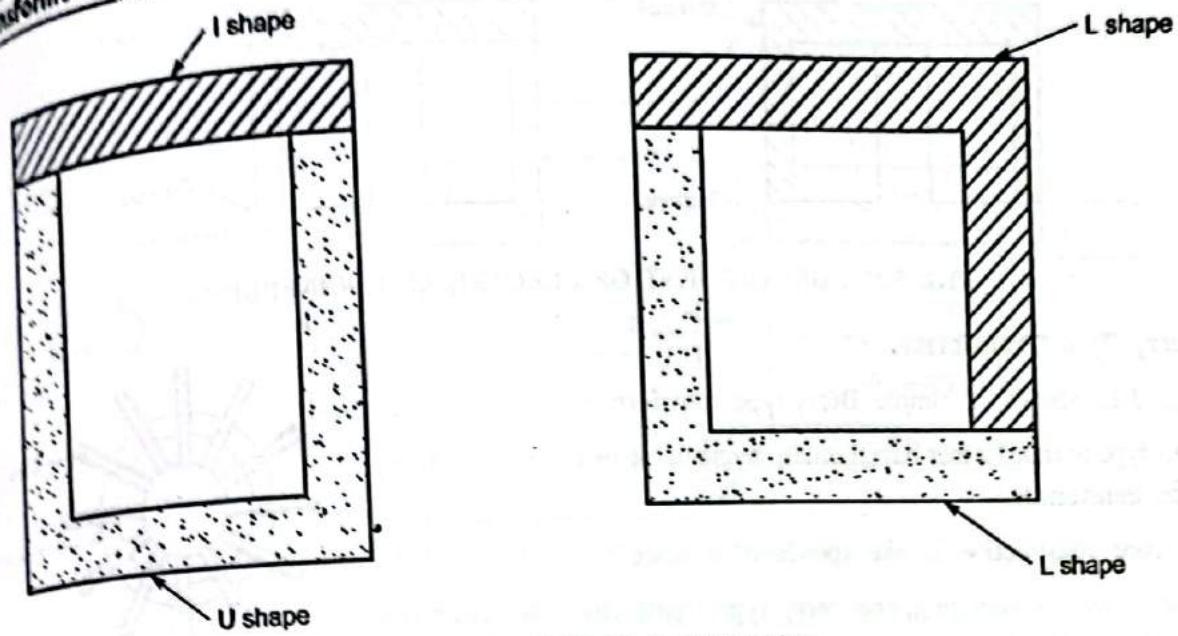

FIG. 3.10 : CORE LAMINATIONS
- The laminations for core-type transformers are of **'U'** and **'I'** shape and **'L'** shape as shown in Fig. 3.10.